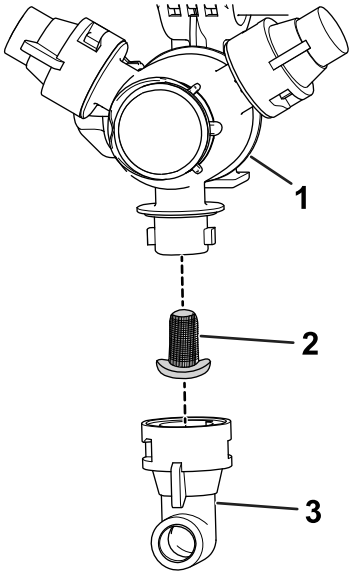

**Figur 52**
2. Ta bort munstycket från spruttornet (Figur 52).
3. Avlägsna munstycksfiltret (Figur 52).
5. Montera munstycksfiltret (Figur 52).
6. Montera munstycket på spruttornet (Figur 52).